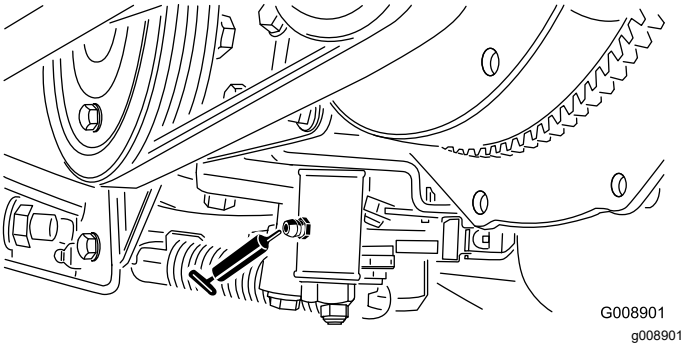

Figur 45
- Justeringsmekanism för neutralläge (Figur 45)